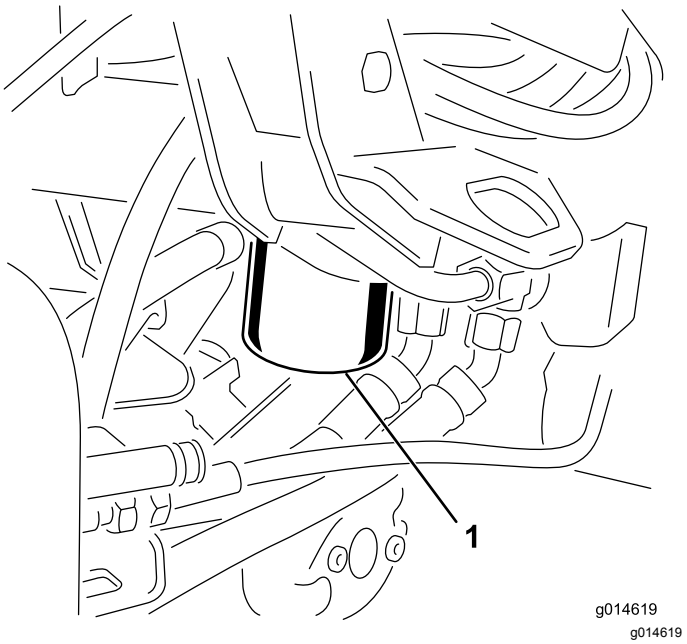

Rysunek 51
1. Wyczyścić obszar wokół mocowania filtra (Rysunek 51). Umieścić miskę pod filtrem i usunąć filtr.